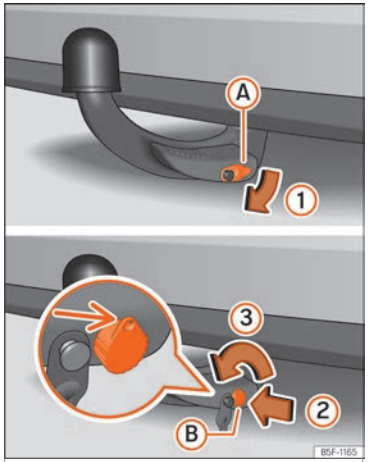

Fig. 188 Desmontar o gancho de reboque
- Retire a tampa Ⓐ da fechadura ① ››› Fig. 188.
- Introduza a chave Ⓑ na fechadura ② ››› Fig. 188.
- Rode a chave para a esquerda ③ apenas meia volta, até que o orifício da chave fique acima ››› Fig. 188.